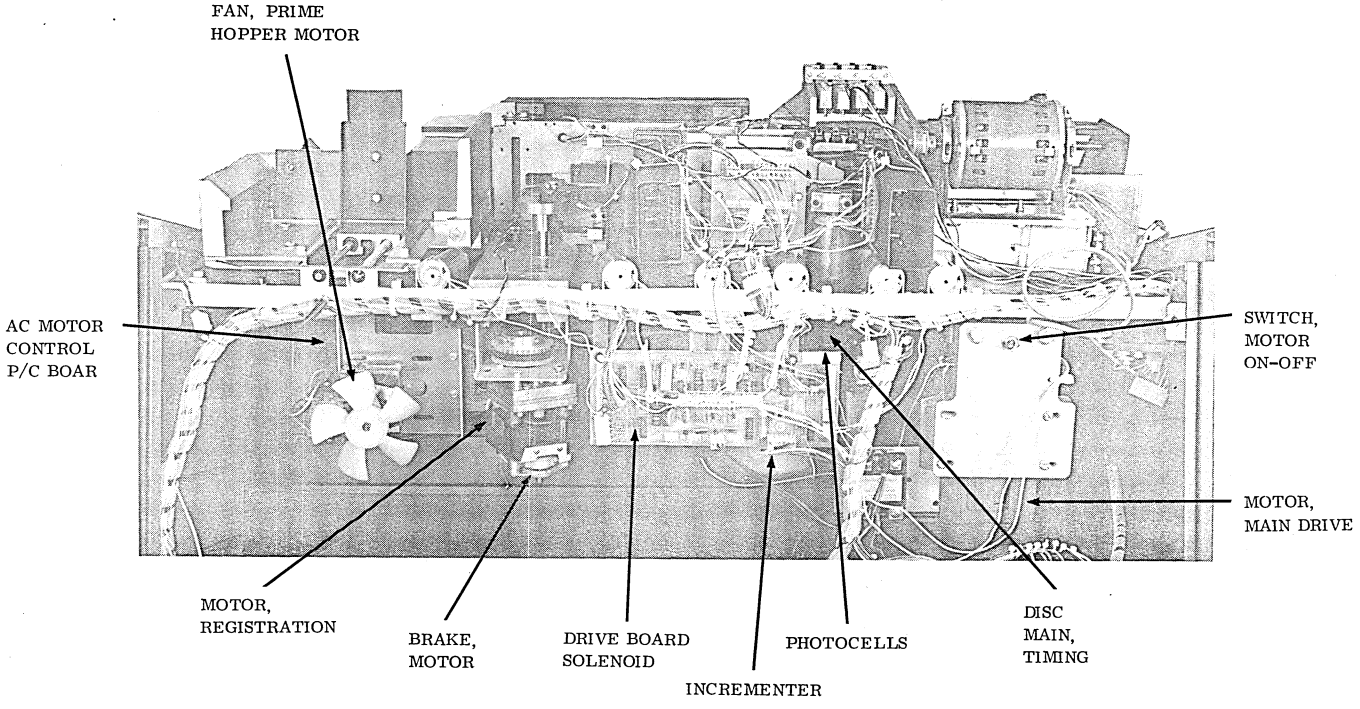

Figure 17-5. Card Bed Component Locations, Top-Rear View
4. Locate the ac motor control printed circuit board at the upper left-hand corner of the card punch as viewed from the rear. Refer to figure 17-5. Connected to the board are two plugs that provide power to the prime hopper and card registration motors. Within each plug is a plastic insert. For 60 Hz operation, ensure that the plastic insert is in the red wire connector. For 50 Hz operation, the plastic insert must be inserted into the black wire connector. When re-connecting the plugs onto the board, make sure that the two open connections go onto the two male pins.